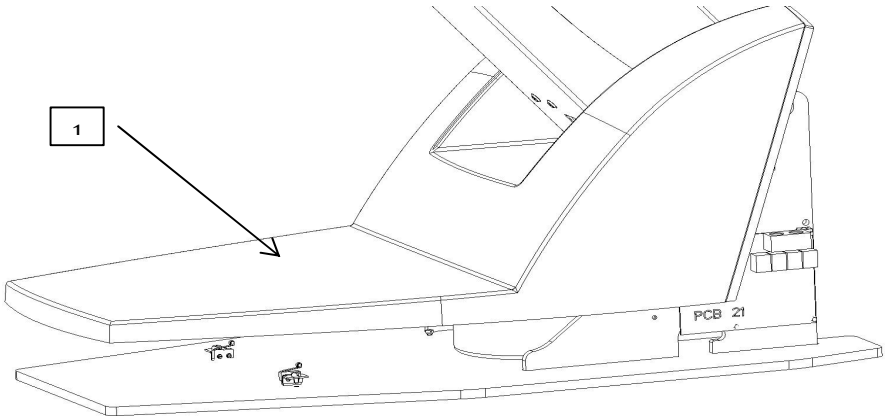

рис.7
Крышка основания (1) см.рис. 7 имеет функцию предохранительного выключателя. Если при движении верха по направлению вниз будет препятствие (напр.нога обслуживания) на передней крышке основания, движение кресла по направлению вниз остановится и кресло поднимется вверх прибл.на 5 мм. После удаления препятствия кресло способно следующей деятельности.